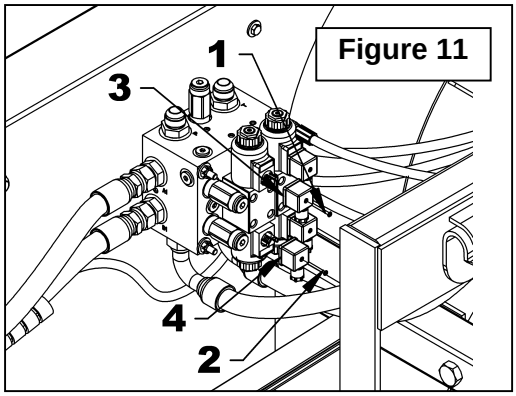

Figure 11
12. **Figure 11:** Remove the DIN connectors (item 1) by removing the two screws (item 2).
14. **Figure 11:** Reinstall the DIN connectors (items 3-4) on the valve making sure the white wire is in the upper connector and the blue wire is in the lower one and that the wires point down.